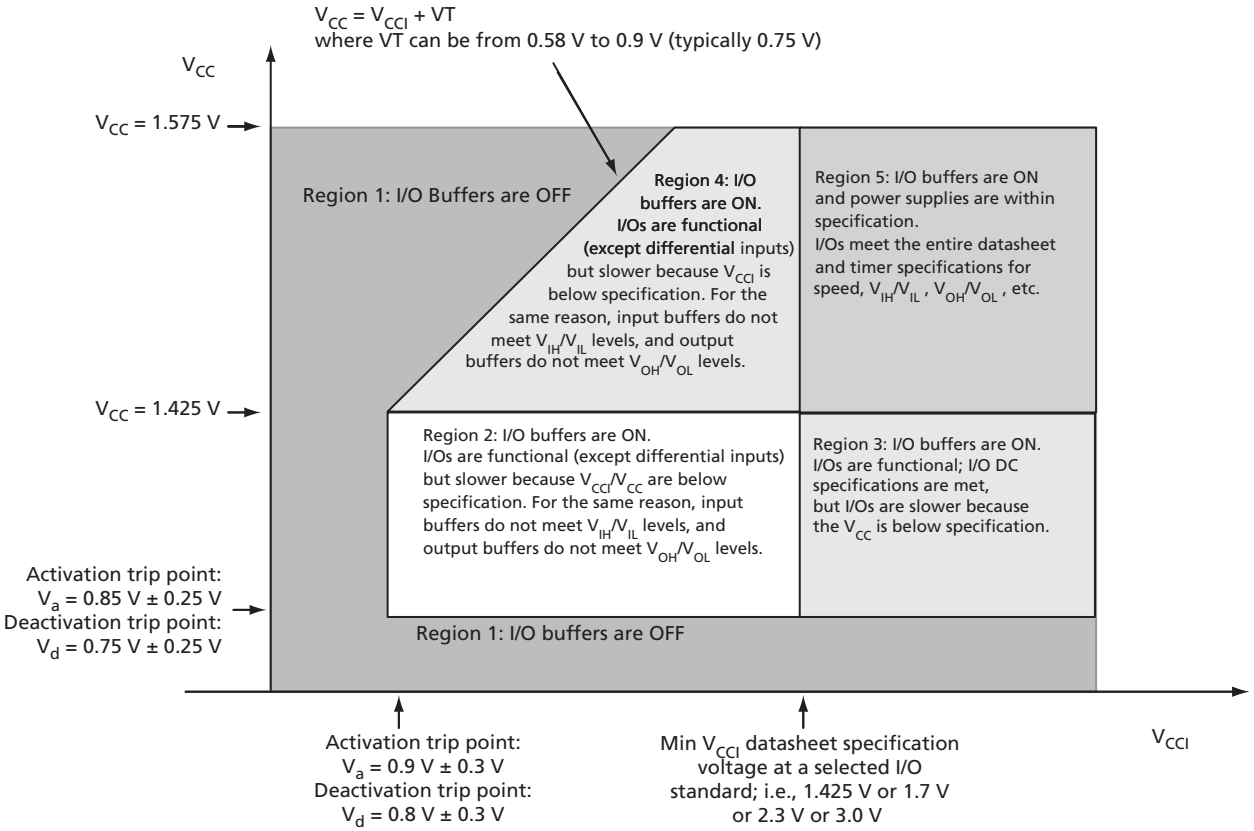
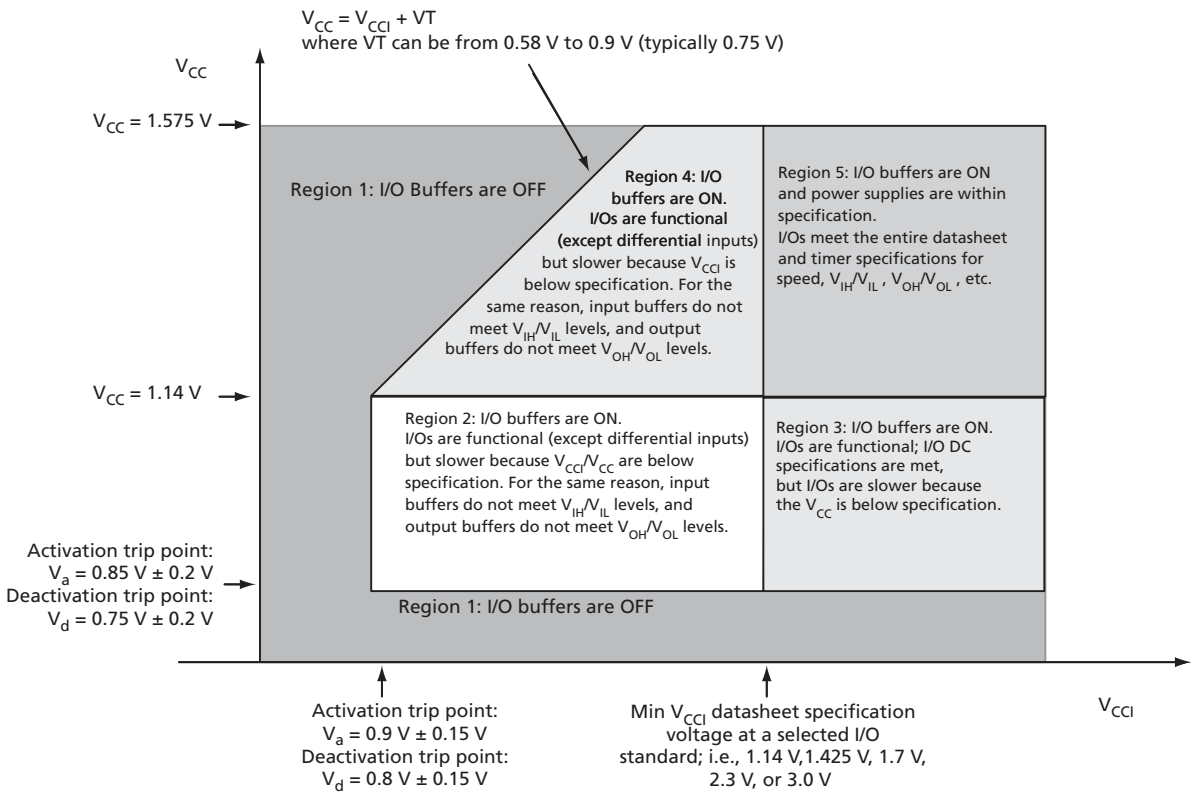

Figure 2-1 • **V5 Devices – I/O State as a Function of V_{CCI} and V_{CC} Voltage Levels**
Figure 2-2 • **V2 Devices – I/O State as a Function of V_{CCI} and V_{CC} Voltage Levels**
Sophisticated power-up management circuitry is designed into every IGLOO device. These circuits ensure easy transition from the powered-off state to the powered-up state of the device. The many different supplies can power up in any sequence with minimized current spikes or surges. In addition, the I/O will be in a known state through the power-up sequence. The basic principle is shown in Figure 2-1 on page 2-4 and Figure 2-2 on page 2-5.
1. V_{CC} and V_{CCI} are above the minimum specified trip points (Figure 2-1 on page 2-4 and Figure 2-2 on page 2-5).
Actel recommends using monotonic power supplies or voltage regulators to ensure proper power-up behavior. Power ramp-up should be monotonic at least until V_{CC} and V_{CCPLX} exceed brownout activation levels (see Figure 2-1 and Figure 2-2 on page 2-5 for more details).